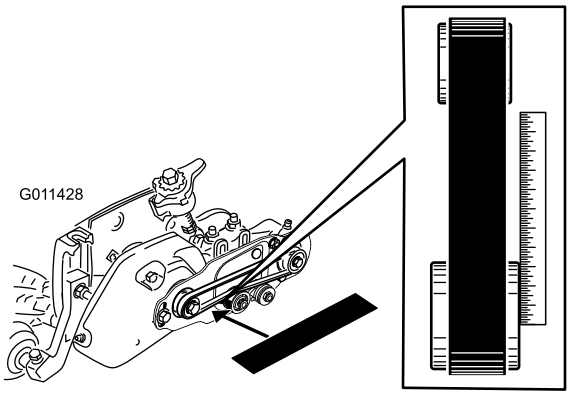

Figura 33
- Appoggiate un regolo sulla superficie esterna della puleggia **di comando** (Figura 33).